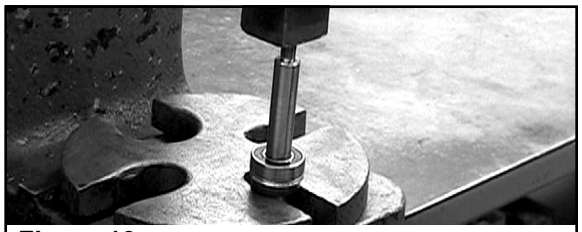

**Figure 13**
3. To remove the Bearing from the shaft, place the shaft (threaded end up) in the arbor press fixture. Place the two support bars provided in the repair kit opposite each other and between the seal on the shaft and the arbor press fixture. Using an arbor press, press the shaft through the Bearing, Seal Spacer and Seal (See Figure 13).